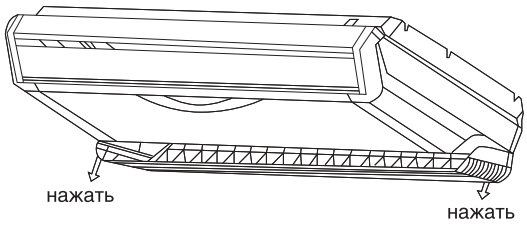

Рисунок 10 - Снятие воздухозаборной решетки внутренних блоков напольно-потолочного типа
1. Снимите воздухозаборную решетку (см. рис. 10).